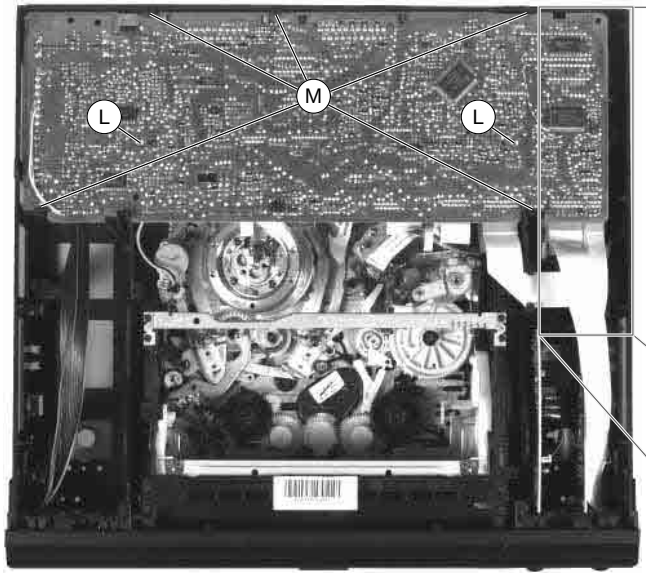

Fig. 6
– 2 Schrauben (L) herausdrehen (Fig. 6).
– Rastnasen (M) lösen und Chassisplatte herausnehmen (Fig. 6).
– Undo 2 screws (L) (Fig. 6).
– Open the locking lugs (M) and take out the Family Board (Fig. 6).